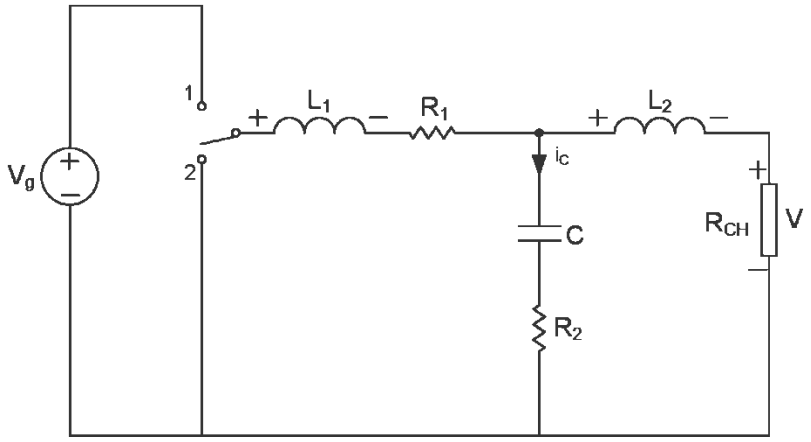

Figure 1.a – Convertisseur abaisseur à filtre LCL
a) En utilisant le principe de la balance des volts-seconde, le principe de la charge des condensateurs ainsi que l'approximation de faible ondulation sur la tension du condensateur, déterminez le rapport de conversion CC du convertisseur abaisseur à filtre LCL illustré à la figure 1.a. Pour effectuer votre démonstration, utilisez les polarités illustrées sur la figure 1.a. Pour cette question, négligez la résistance R_1.
b) Déterminez l'impact de la résistance R_1 sur le rapport de conversion CC du convertisseur illustré à la figure 1.a. Autrement dit, déterminez le nouveau rapport de conversion CC en considérant la résistance R_1 non négligeable.